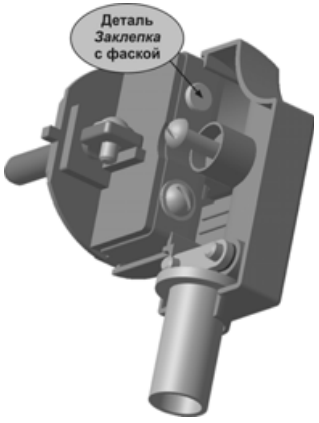

Рис. 7.93
- На экране последнее открытое окно сборки **Вилка**, которое содержит новую деталь **Заклепка,** со всеми изменениями (рис. 7.93).